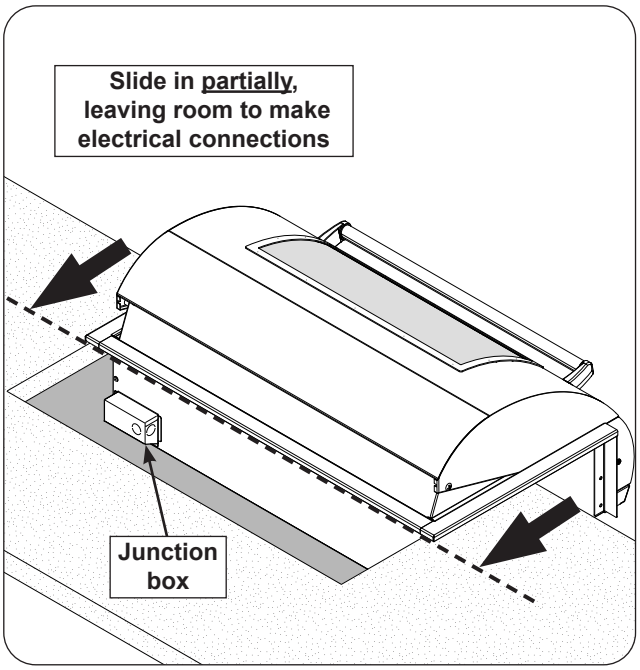

Fig. 22-2 Position unit for wiring
1. Slide the unit approximately halfway (or more) into the enclosure cutout so that the unit is resting safely while providing space to access the unit's rear junction box. See Fig. 22-2. (If the enclosure has a solid area behind the unit, an opening for the electrical is required. Reference the Electrical System Clearances section under the GRILL ENCLOSURE section.)